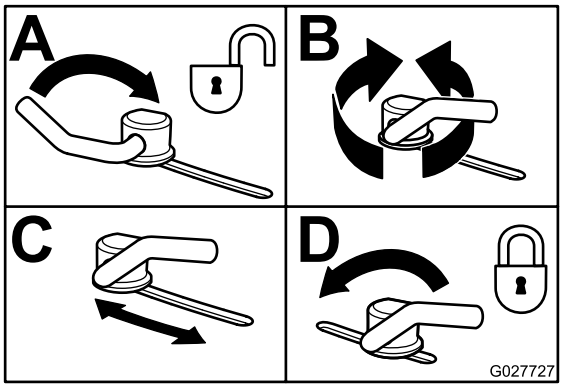

Figur 33
3. Justera kamlåsen genom att svänga upp spaken för att lossa kamlåset (Figur 33).
5. Sväng tillbaka spaken för att dra åt skärmen och kamlåsen (Figur 33).